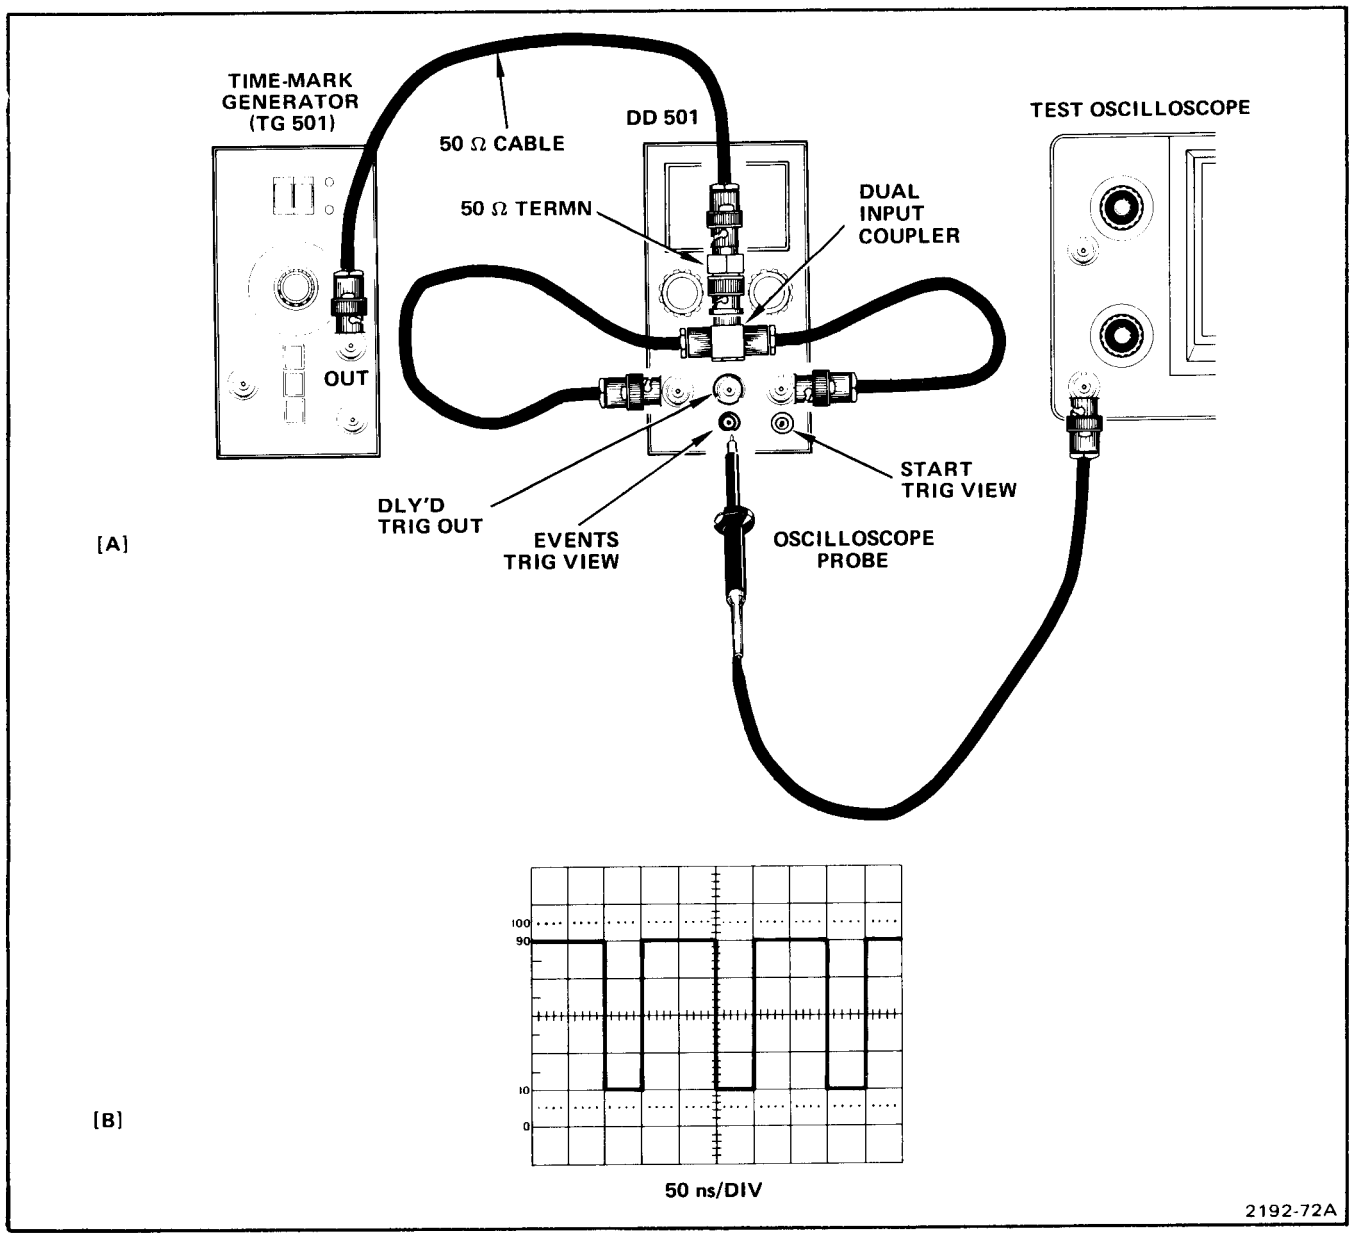

Fig. 5-4. Setup for checking modified DD501 output (idealized waveform).
2. Connect test equipment as shown in Fig. 5-4 (oscilloscope probe to DD 501 Events Trigger View).